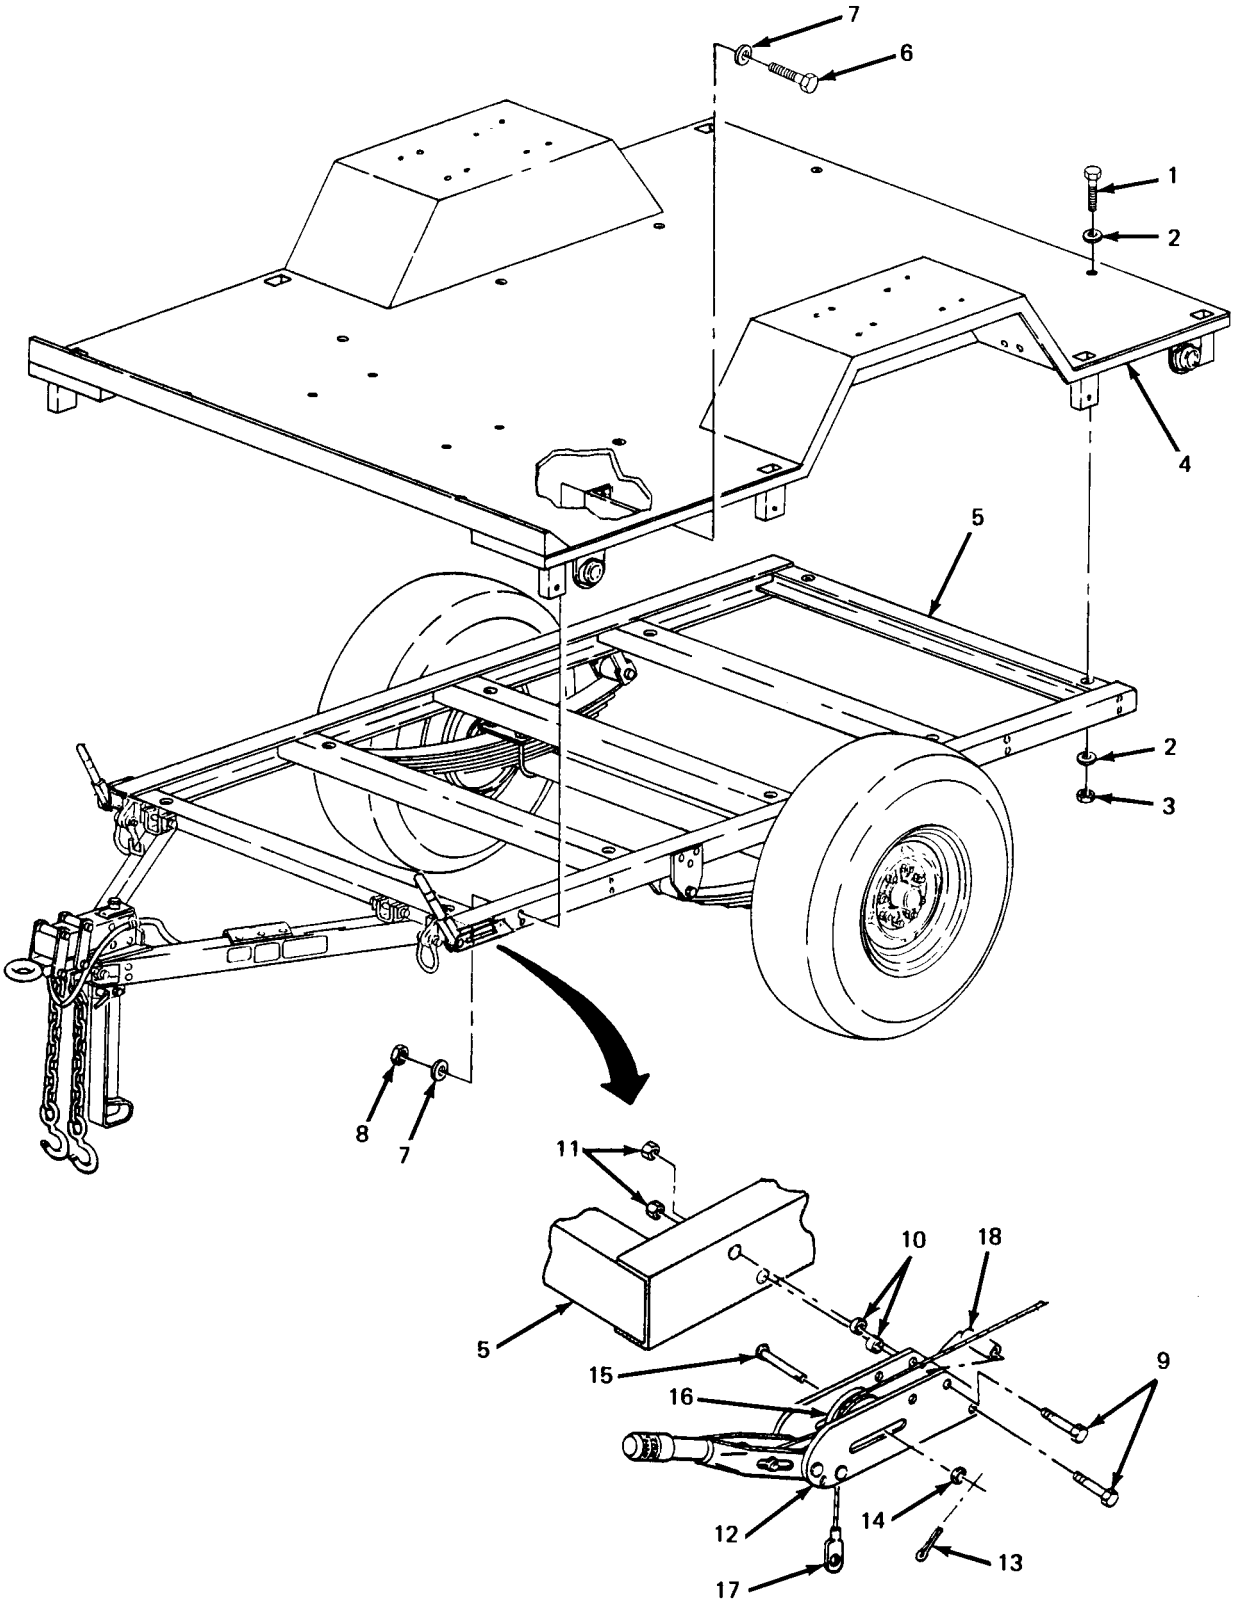

Figure 5-2. Fender and Bed Replacement.
5-3. Trailer Bed and Fenders Repair and Replacement. (See figure 5-2.) The body of the modified trailer consists of a single weldment that includes both fenders and the bed of the trailer.
(1) Remove fitted cover (paragraph 3-11, a.(1)).
(2) Remove tarpaulin support and four bow assemblies (paragraph 3-11, b.(1)).
(3) Remove accessory box (paragraph 4-18, a.).
(4) Remove generator set (paragraph 5-7, a.).
(5) Remove 10 screws (1, figure 5-2), 20 flat washers (2), and 10 nuts (3) securing trailer body (4) to trailer chassis (5).